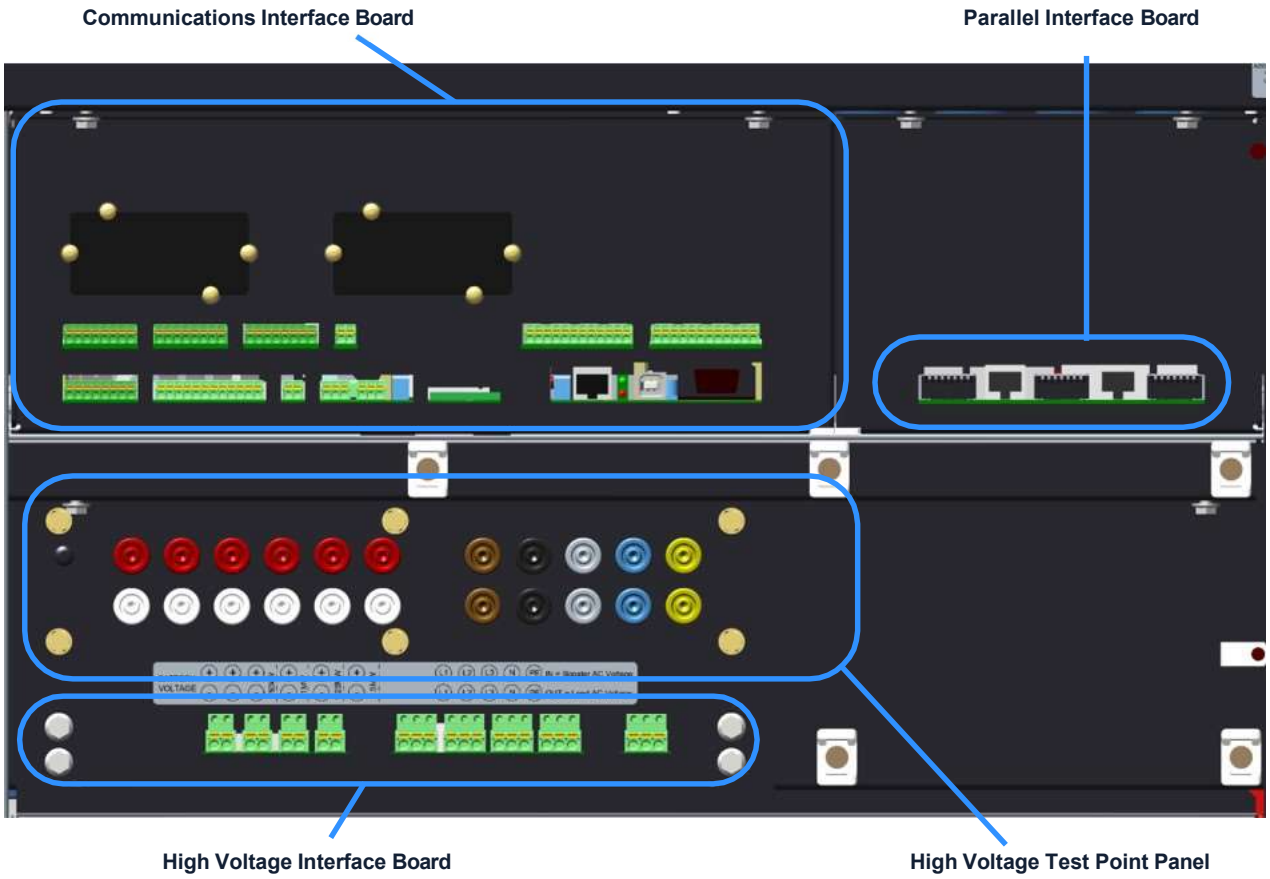

Figure 9.1 External interface facilities
A communications panel located near the top of the distribution frame contains a number of interface facilities that can be divided into three functional areas, as depicted in Figure 9.1.
- The communications interface provides various I/O control and monitoring connections that can be used to interface the UPS with a local network, building management system or a simple remote alarms/power off facility. The connectors shown in this area of Figure 9.1 are attached to two circuit boards that are fitted behind the panel; however, as the function of the two boards is similar they are jointly referred to as the communications interface board in this manual.